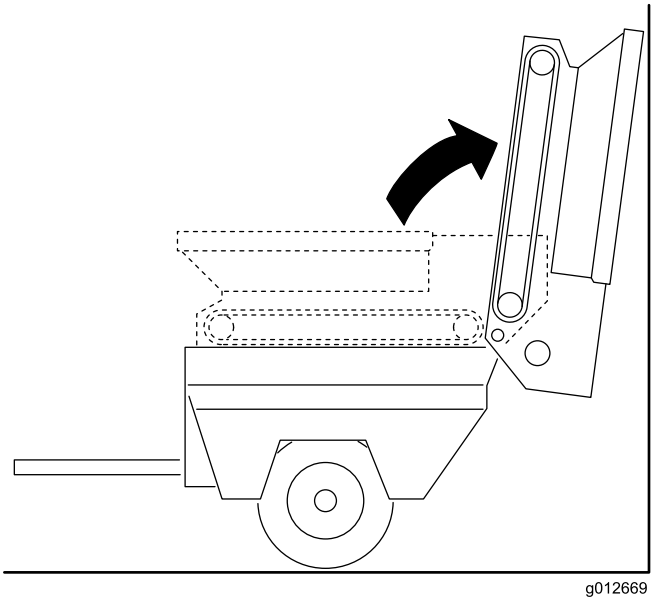

Rysunek 24
5. Przechyl kosz samowyładowczy do tyłu i oprzyj go o ścianę, drabinę itp. Nie pozwól, aby kosz samowyładowczy opierał się o tył maszyny, ponieważ może dojść do uszkodzenia szczotki lub złączy hydraulicznych (Rysunek 24).
Ważne: Upewnij się, że kosz samowyładowczy jest uniesiony nad obszarem środkowym i/lub został bezpiecznie zamocowany do ściany lub słupa, co zapobiegnie jego przypadkowemu upadkowi na obszar roboczy (Rysunek 24).